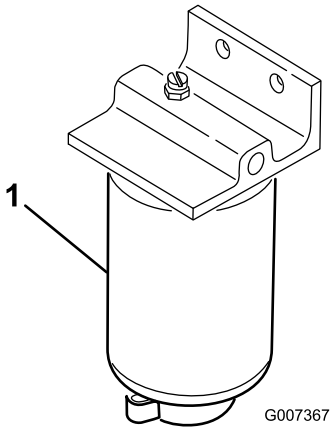

Figuur 27
2. Plaats een opvangbak onder het brandstoffilter (Figuur 27).
3. Zet de aftapplug onderaan het brandstoffilter open en tap water af (Figuur 27). Draai de plug weer dicht na het aftappen.